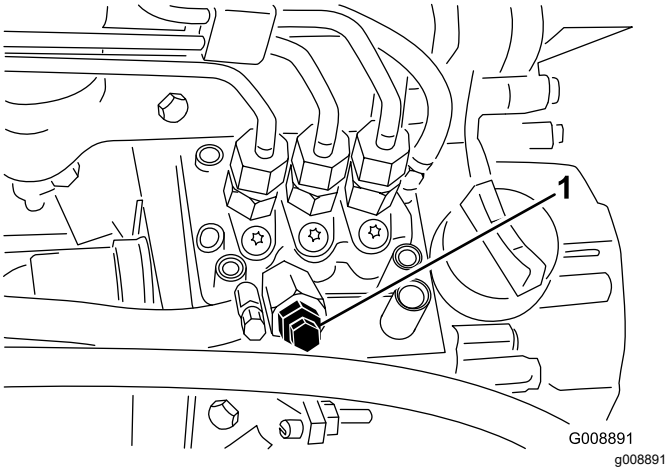

Figuur 39
4. Draai de ontluchtschroef op de brandstofinjectiepomp open (Figuur 39).